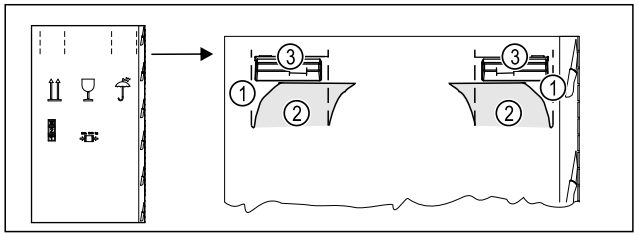

Fig. 5
- ▶ Verpackungskarton oben an der Perforierung *Fig. 5 (1)* eindrücken.
- ▶ Eingedrückte Laschen *Fig. 5 (2)* herausziehen.
- ▷ Tragegriff *Fig. 5 (3)* rechts und links ist sichtbar.
- ▶ Gerät an den Tragegriffen *Fig. 5 (3)* halten.